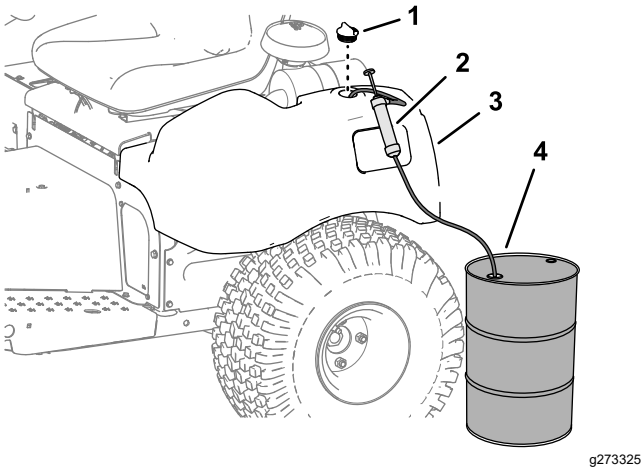

**Figur 43**
1. Fjern hætten fra hydraulikbeholderen (Figur 43).
2. Pump hydraulikvæsken ud af hydraulikbeholderen (Figur 43).